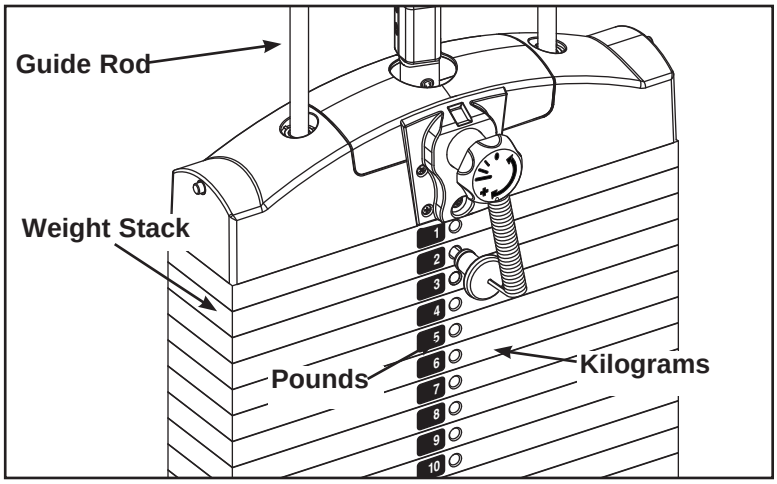

Figure 4
D. Carefully remove front side, leaving decals adhering to weight plates. See Figure 4.